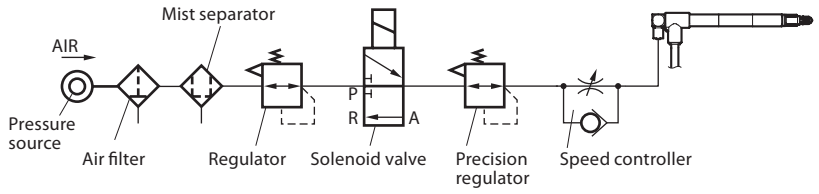

Fig. 1 Air-pass system
- When operating the feeler through the air feed port, use an air-pass system such as shown in Fig. 1 to enable air driving. The optimum air pressure is 0.055 ±0.01 MPa, but pressure control adjustment is necessary depending on the hardness of the measured object, the range within the measuring unit stroke where measurement is to be performed, and other factors. Use a precision regulator (example: SMC IR2000 or equivalent) for pressure control.
- If the spindle ejection speed is too fast, an error may appear on the display the moment that the workpiece is touched. Excessive impact may dislodge the retainer inside the bearing, causing the measuring range to be reduced. In this case, use a speed controller as shown in Fig. 1 to adjust the spindle speed.